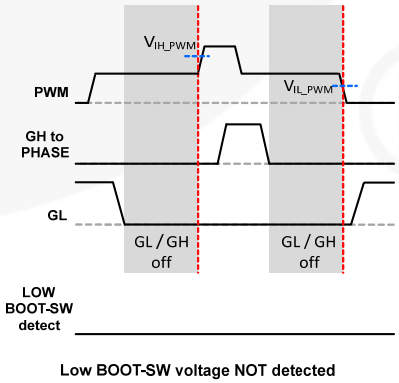

Figure 35. Low BOOT-SW Voltage NOT Detected and PWM from 3-State to HIGH or LOW
- If no low BOOT-SW condition is detected, the SPS follows the PWM command when exiting 3-state (*see Figure 35*).